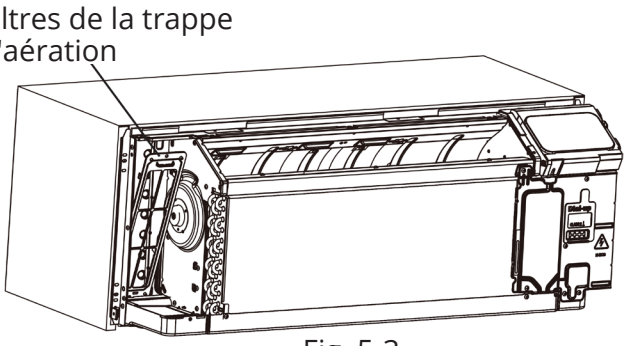

Fig. 5-3
- Appuyez vers le bas et retirez la trappe tel qu'illustré. (Voir fig. 5-3.)